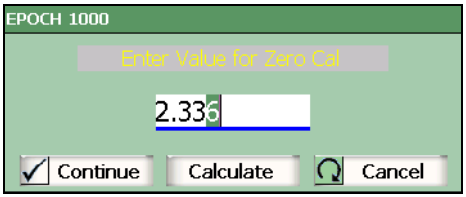

Figure 3-16 Dialog box example
1. Considering the dialog box example shown in Figure 3-16 on page 69, press **[LEFT]** or **[RIGHT]** to position the cursor over the digit that you need to modify in the parameter value.